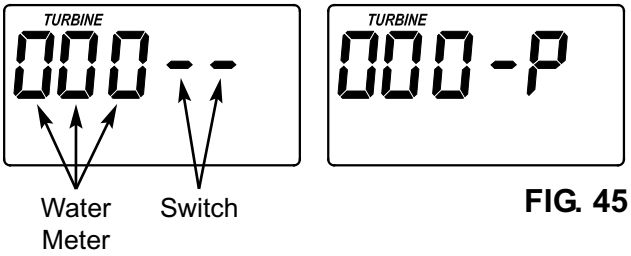

FIG. 45
3. The letter “P” and a dash (or dashes) indicate POSITION switch operation (See Figure 45). If the letter appears, the switch is closed. If the dash shows, the switch is open.